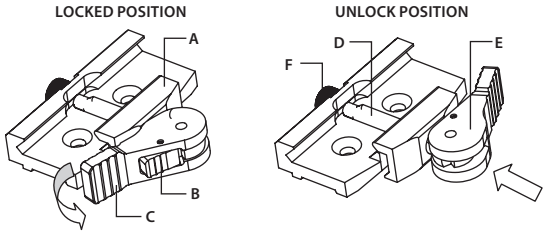

FIGURE 3-5. MOUNT. UNDERSIDE VIEW
1. Unlock the clamping device (A, see Figure 3-5) of the scope mount by pushing down on the lever holders (B) and unlocking them (C).
2. Install the scope on the Picatinny/ Weaver rail so that the stop (D) slides into the transverse slots on the rail.
3. Affix the scope to the rail by locking the levers (C).
2. With the clamping device unlocked (as shown in Figure 3-5), push the cam (E) towards the arrow, which will cause the nut (D) to slide out of its hole.
3. To tighten/ loosen the clamping device, push down on the cam (E) and turn the nut (F) CW/ CCW respectively, in one-two increments (see note below). Much like when the cam (E) is released, backward-moving springs will cause the nut (F) to slide back into its hole.